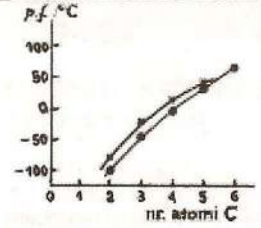

Fig. 6. Variația punctelor de fierbere ale alchenelor în funcție de numărul atomilor de carbon.
– punctele de fierbere cresc odată cu mărirea numărului atomilor de carbon (fig. 6); ca şi în cazul alcanilor, volatilitatea creşte cu ramificarea; izomerii *cis* au punctele de fierbere mai mari decât izomerii *trans* din cauza polarităţii mai mari a izomerilor *cis;*